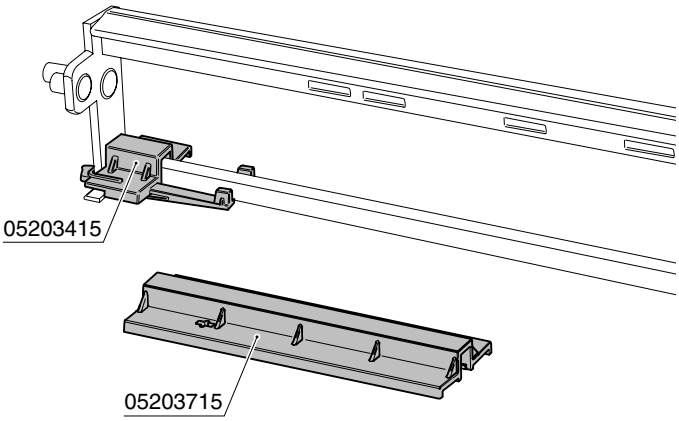

FIG.7.18
- Componentes necesarios para calibrado 0,50. *(Fig.7.18)*